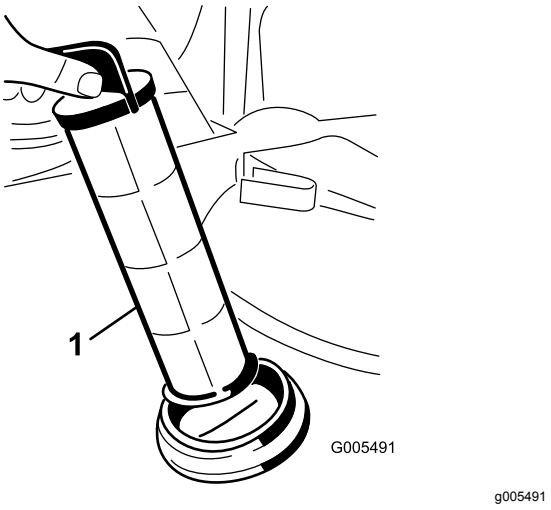

Figur 49
4. Træk sugefilteret ud af hullet (Figur 49).